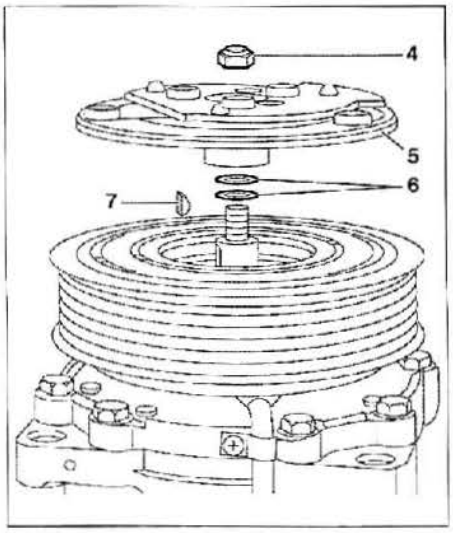

FIG. 29
• Desmontar el tornillo de fijación (4) y el plato (5) **(fig. 29)**.